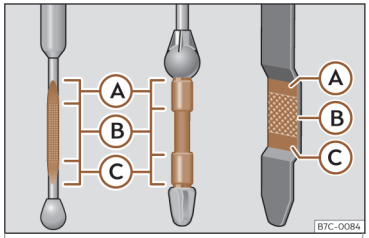

Abb. 210 Ölmessstab
– Den Messstab anschließend wieder herausziehen und den Ölstand ablesen ››› **Abb. 210**. Füllen Sie gegebenenfalls Motoröl nach.
- Wenn der Ölstand mindestens den Bereich ››› **Abb. 210** Ⓑ erreicht hat, vorsichtig den Deckel des Einfüllstutzen aufschrauben ››› ❗.
Liegt der Ölstand über dem Bereich ››› Abb. 210 Ⓐ, starten Sie den Motor bitte nicht. Dies könnte zu einer Beschädigung
Der Ölstand darf keinesfalls über dem Bereich››› Abb. 210 Ⓐ stehen, andernfalls könnte Öl über die Entlüftung der Motorölwanne angesaugt werden und über die Abgasanlage in die Atmosphäre gelangen.